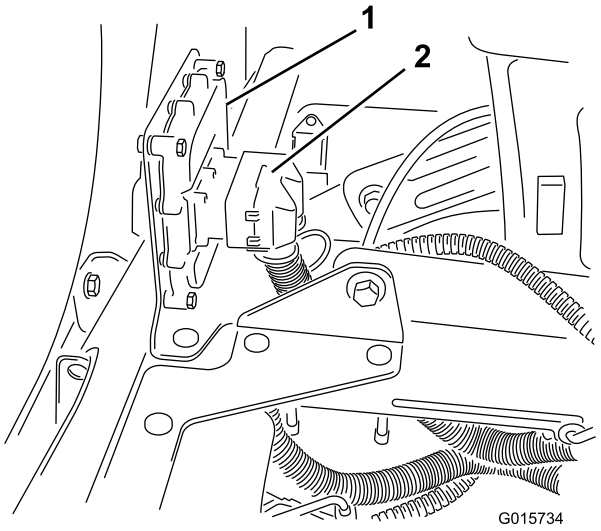

Figur 9
5. Tislut ledningsnettets pol til den elektroniske styreenhed (Figur 9).